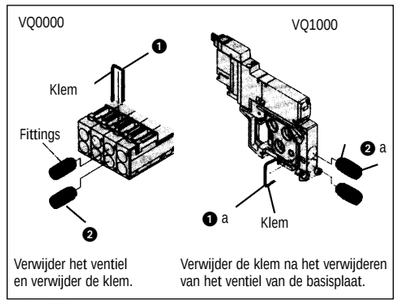

Afb. 27
Cilinderpoortfittings vervangen (units met kabelconnectorbus) (afb. 27)
Verwijder het ventiel van de basisplaat. Verwijder de bevestigingsklem ❶ (afb. 27) en leg deze aan de kant. Verwijder de fitting ❷ (afb. 27).
VQ1000 (afb. 27)
Verwijder het ventiel van de basisplaat. Verwijder de bevestigingsklem ❶a (afb. 27) en leg deze aan de kant. Verwijder de fitting ❷a (afb. 27).